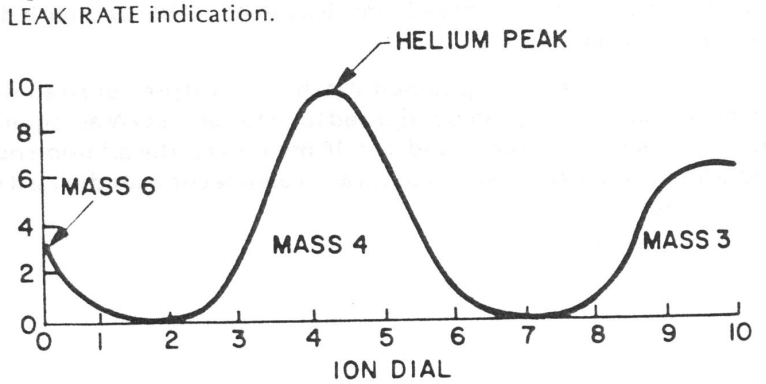

Figure 5-11. Leak Rate Indication as Ion Voltage is Varied
16. Rotate the ION control slowly clockwise from zero until the helium peak is noted on the L RATE meter. As shown in the graph, Figure 5-11, the reading will first drop, then rise tc helium peak, then fall away from the peak and then rise again.